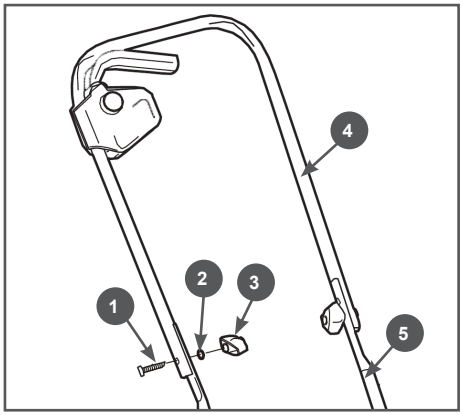

Рис. 2 Сборка рабочей рукоятки
2. Собрать и установить рабочую рукоятку. Для этого установите верхнюю 4 и нижнюю 5 части рукоятки, так, чтобы совпали отверстия и соедините их при помощи болта 1, шайбы 2 и гайки 3 (Рис. 2).